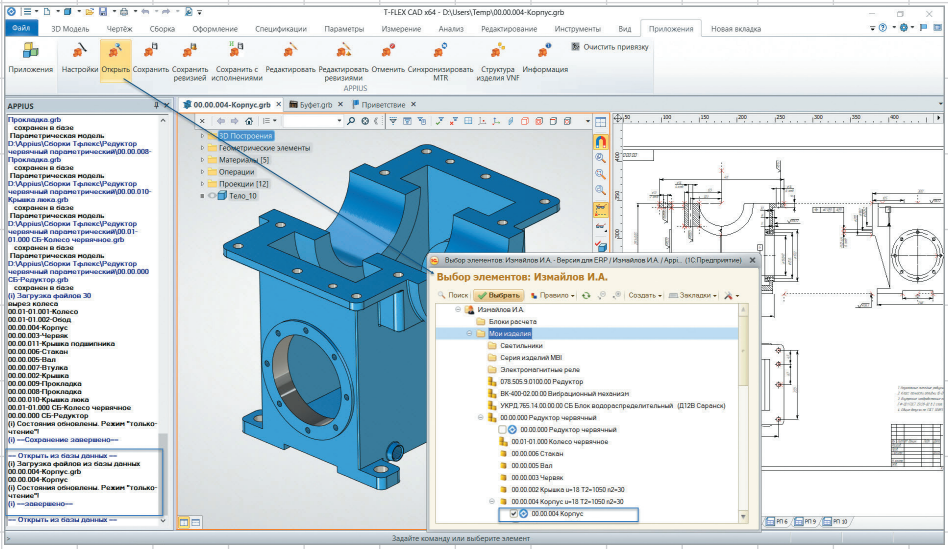

Рис. 5. Блокировка на редактирование в Appius-PLM
- устанавливать блокировки на возможность одновременного изменения одних файлов разными пользователями (рис. 5);